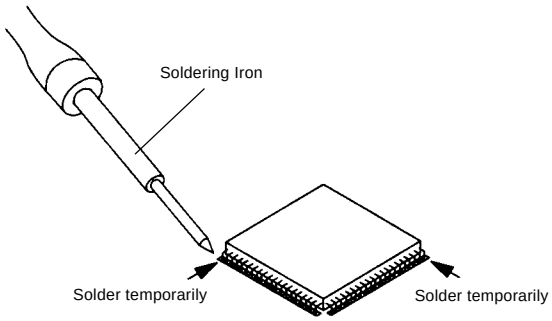

Fig. 5-5
1. Take care of the polarity of new IC and then install the new IC fitting on the printed circuit pattern. Then solder each lead on the diagonal positions of IC temporarily. **(Refer to Fig. 5-5.)**